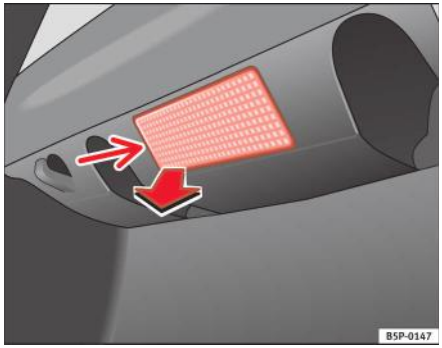

Fig. 196 Lampa din portbagaj
– Scoateți becul, apăsând pe marginea interioară a acestei -săgeți- cu muchia unei şurubelnițe ⇒ fig. 196.